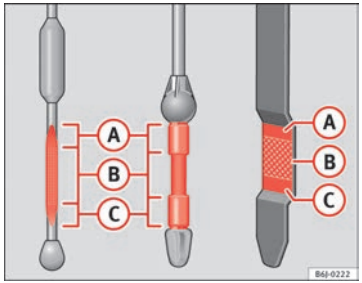

Fig. 163 Engine oil dipstick
– Then pull it out once more and check the oil level ⇒ fig. 163. Top up with engine oil if necessary.